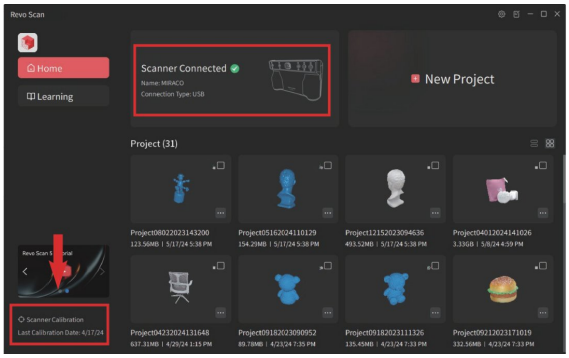

Abbildung 2
Schritt 5: Wenn Revo Scan „Scanner verbunden“ anzeigt, klicken Sie unten links auf der Startseite von Revo Scan auf [Scanner-Kalibrierung], um die Kalibrierung zu starten (siehe Abbildung 2). Die weißen Blitz-LEDs des MIRACO Plus leuchten durchgehend, bis die Kalibrierung abgeschlossen ist.